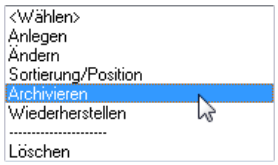

Bild 27.15 – *Bibliothek,* Menüpunkt *Archivieren*
- Wählen Sie die gewünschte Bibliothek in der Rubrikenliste. Klicken Sie im Listenmenü auf *Archivieren* (Abb. 27.15).